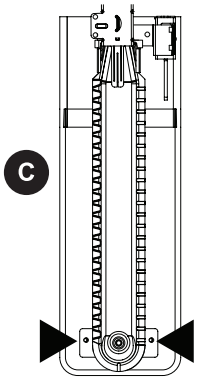

Figure 12
c. The bake burner (**C**) is attached with two screws located in the front of the oven cavity. Remove these screws (see Figure 12).